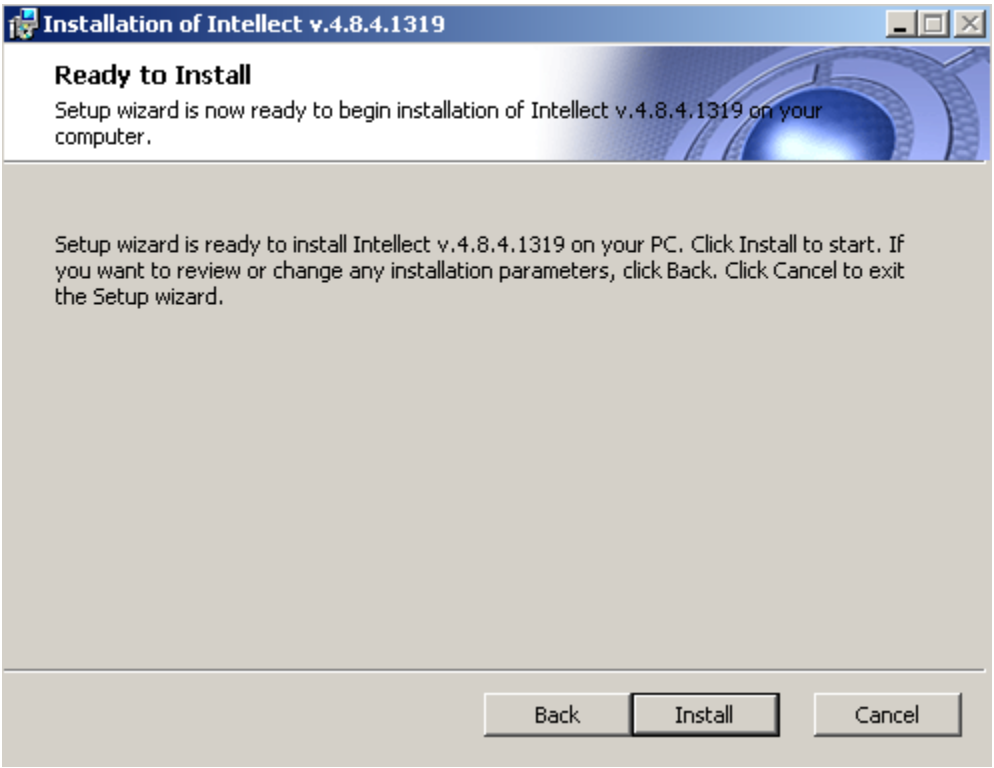

Figure 5.1-19 The "Ready to install" dialog box
The "Ready to install" dialog box is displayed (Figure 5.1-19).
*Note. To change the setting, click the "Back" button (*Figure 5.1-19*).*
26. Click the "Install" button (Figure 5.1-19).